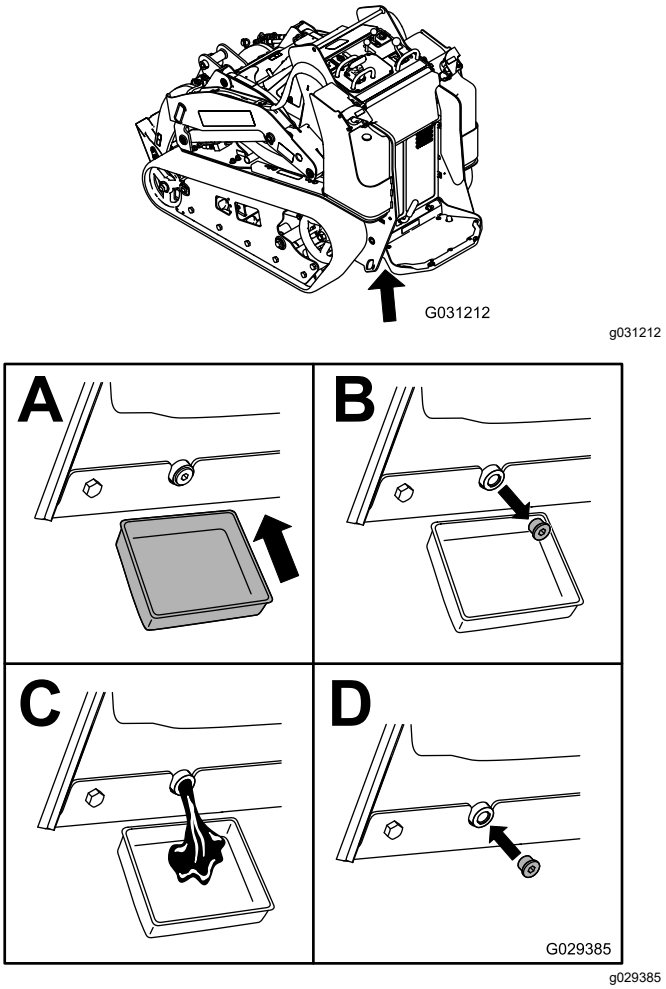

**Figur 45**
5. Töm ut oljan under plattformen (Figur 45).